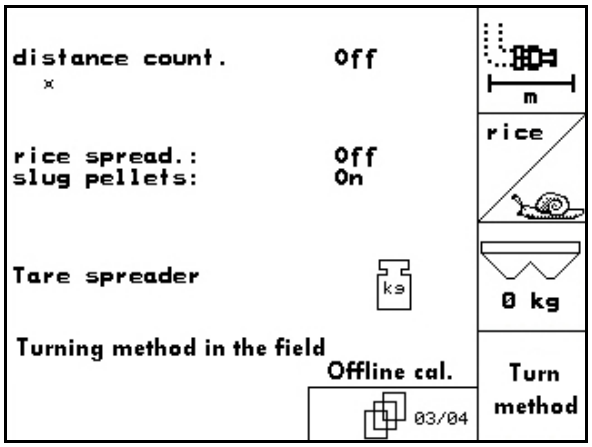

Fig. 27
1. Switch on slug pellets (Fig. 27).